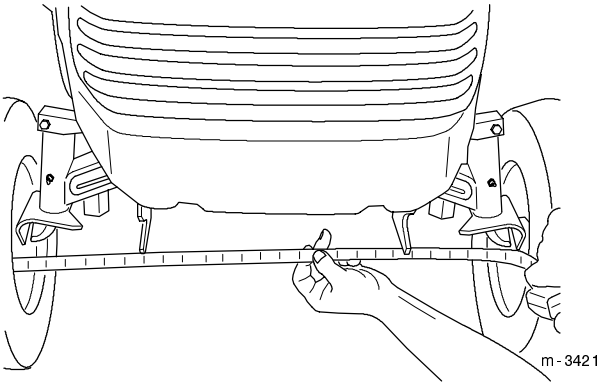

Figure 40
Maintaining correct front wheel toe-in is important for safety, ”Smart Turn” steering operation, and ease of use. If uneven tire wear, lawn scuffing or hard steering develop, adjustment may be required. Check the toe-in after every 100 operating hours or once a year, whichever occurs first (Fig. 40).
4. Measure the distance between both of the front tires at spindle level (at the front and rear of the wheels) (Fig. 40).